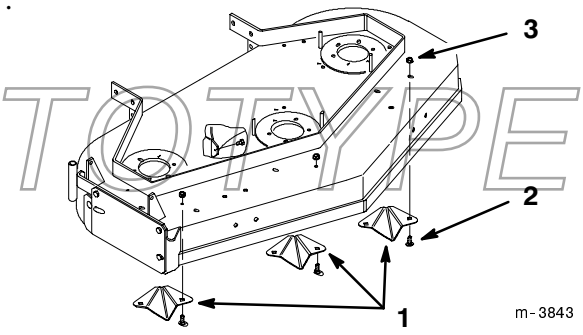

Figure 6
Place (3) kickers inside the mower over drilled holes. Secure each kicker with (2) 5/16-18 x 5/8” (16 mm) bolts, through from the bottom of the mower, and (2) 5/16-18 flange nuts (Fig. 6).